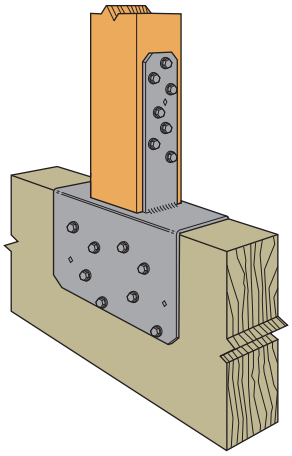

Figure 5 — Typical (Inverted) CCQ44SDS2.5 Post-to-Beam Installation
m. Post caps may be installed inverted for post-to-beam applications. The designer is responsible for evaluating the beam to ensure it is capable of receiving all loads applied by the post. (Figure 5)